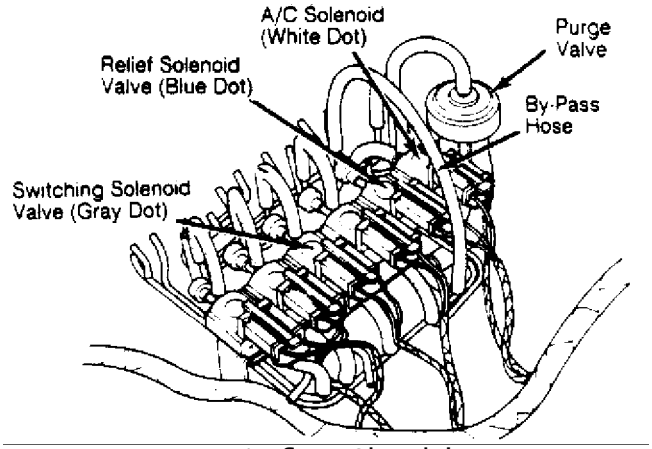

Fig. 2: Hose Arrangement for Checking Air Control Valve Operation
3) Using rubber hose, by-pass relief solenoid valve by connecting vacuum lines on each side of relief valve together. See Fig. 2. This will cause manifold vacuum to be routed directly to air control valve.